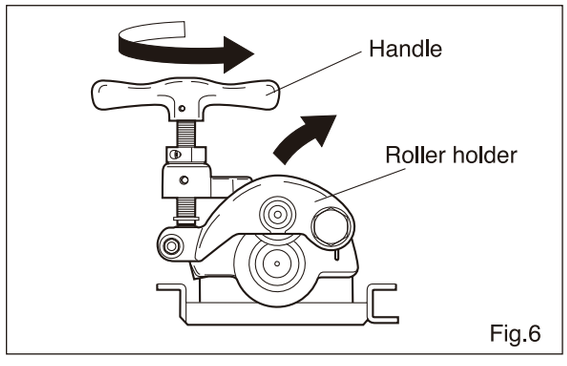

Fig.6
1) Turn the handle antilockwise to elevate the roller holder to the full. (Fig. 6)